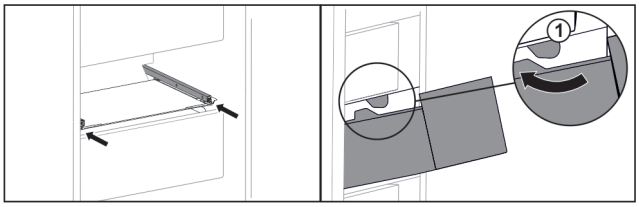

Fig. 39
▶ Guide the drawer around the stoppers *Fig. 39 (1)*.*